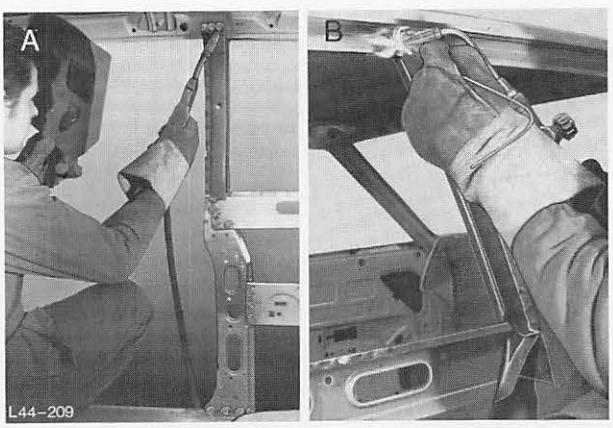

Abb. 224 A = B-Säule schutzgasschweißen
8. B-Säule einschweißen und am Dachrahmen (außen) sowie an Verbindung – Seitenfenster löten, Abb. 224.